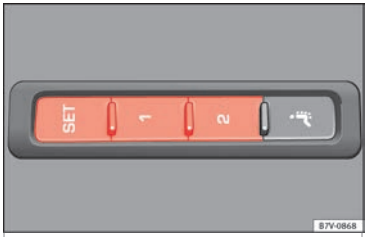

Fig. 156 Memory buttons on the outside of the driver seat
- Keep the SET button held down for more than one second ››› Fig. 156.